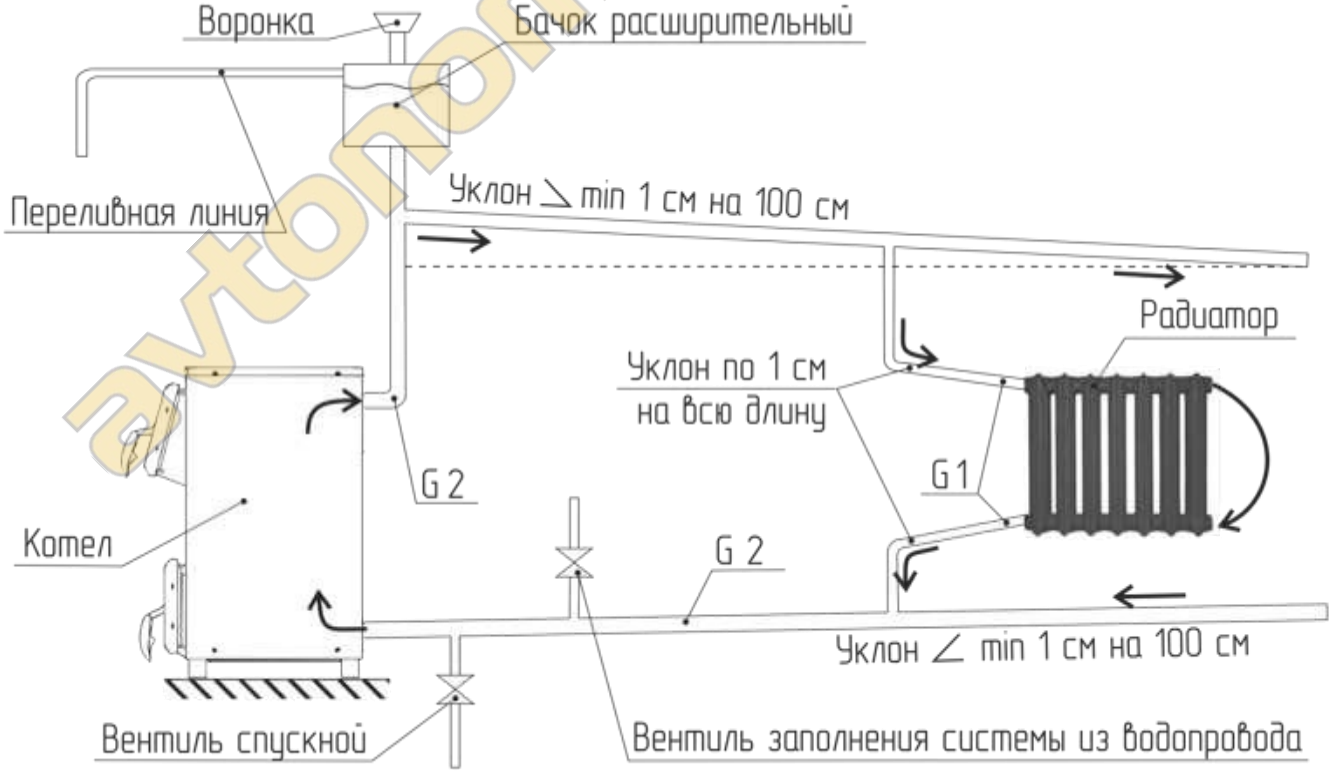

Рис.4 Схема подсоединения котла к отопительной системе и водопроводу.
5.4. Для лучшей циркуляции воды в отопительной системе рекомендуется устанавливать котёл как можно ниже относительно радиаторов отопления (см. рис.4).
5.10. Рекомендуемая схема подсоединения котла к отопительной системе приведена на Рис.4. Стояки устанавливать вертикально. Горизонтальные трубопроводы прокладывать с уклоном по направлению движения воды (сверху вниз). Величина уклона должна быть не менее 10 мм на одном погонном метре разводящей или сборной магистрали. Уклоны ответвлений к нагревательным приборам – не менее 10 мм на всю длину проводки.
5.11. Расширительный бачок (рис.4) устанавливается в наивысшей точке системы. Он должен иметь **постоянно открытое заливное отверстие в верхней части** и переливную линию на верхней боковой поверхности, для слива излишней воды из системы в канализацию.
5.12. Для полного слива воды из системы в самой нижней ее точке установить спускной вентиль (рис.4), возможна замена на резьбовую пробку.
5.13. Перед началом эксплуатации система заполняется водой из водопровода через вентиль (рис.4) до начала перелива из расширительного бачка. Долив системы водой возможен через воронку расширительного бачка.
6.9. При эксплуатации котла уровень воды в расширительном бачке (рис.4) не должен опускаться ниже ¼ его высоты. Для этого необходимо периодически пополнять систему водой. Если уровень воды занижен, прекращается циркуляция воды в системе. В этом случае необходимо:
6.10. Во время эксплуатации температура горячей воды в котле должна поддерживаться не выше 90°С. В случае, если в зимнее время требуется прекратить отопление на срок свыше суток, необходимо полностью удалить воду из системы через спускной вентиль (рис.4) во избежание размораживания системы.